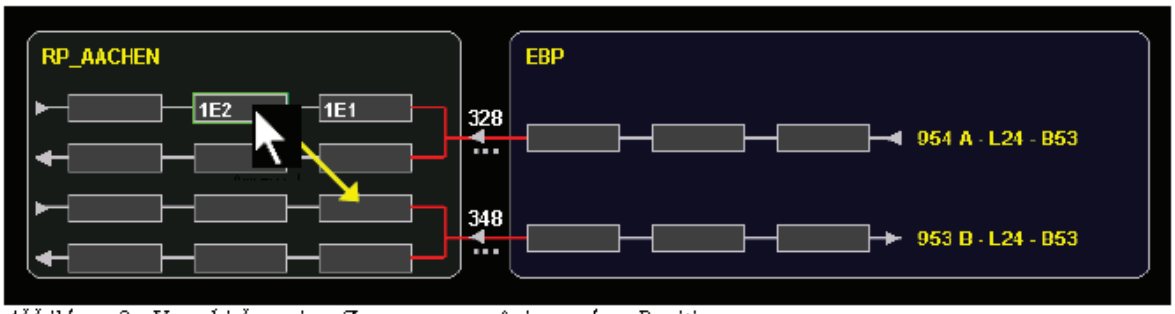
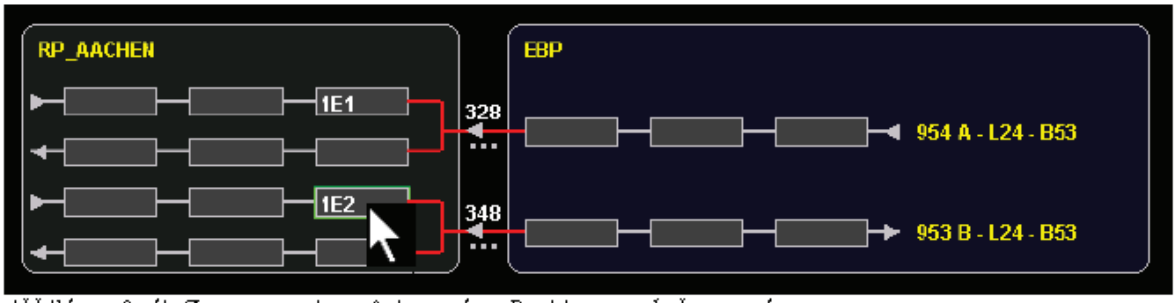

Abbildung 2 : Verschieben einer Zugnummer auf eine andere Position
Abbildung 3: die Zugnummer ist auf eine andere Position verschoben worden
- Um eine Zugnummer zu verschieben, wird das Eingabefeld in dem sich die Zugnummer befindet, ausgewählt. Der Mauszeiger wird auf dem Eingabefeld positioniert. Mittels festgehaltenem Linksklick wird die Zugnummer in das vorgesehene Eingabefeld gezogen (siehe Abbildung 2). Beim Loslassen der Maustaste verschiebt sich die Zugnummer in das gewünschte Eingabefeld (siehe Abbildung 3).